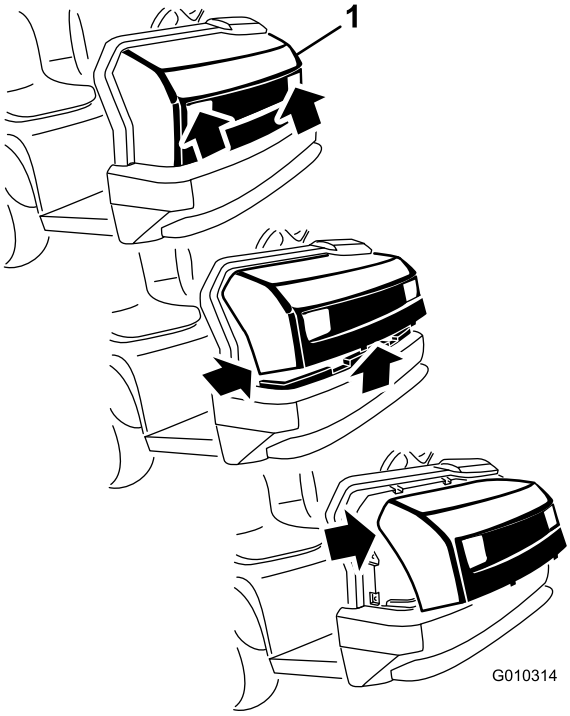

**Figur 37**
1. Mens du har fat i motorhjelmens forlygteåbninger, løfter du op i motorhjelmen for at frigøre de nederste monteringstapper fra stelrillerne (Figur 37).
2. Drej den nederste del af motorhjelmen opad indtil de øverste monteringstapper kan trækkes af stelrillerne (Figur 37).
3. Drej den øverste del af motorhjelmen fremad, og kobl ledningsstikkene fra forlygterne (Figur 37).